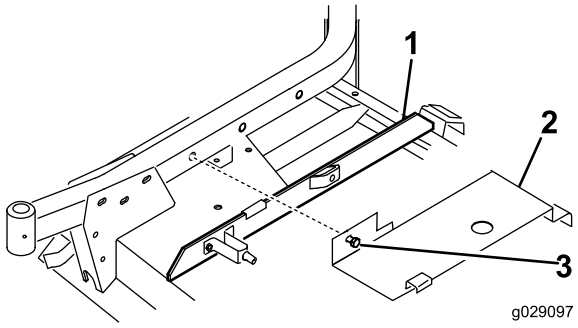

図 24
1. 右側ブリッジバーの上にトリムモールディングを差し入れ、スプリングブラケットの側面がトリムモールディングの遠い方のエッジから10cmの距離になるように位置決めする 図 24。
2. カバー取り付けボルトを右キャスタアームの穴に入れ、デッキカバー 図 24 の後部を後チャネルピンに引っ掛ける。カバーはモールディングに寄りかかるようになる。必要に応じてモールディングを調整する。